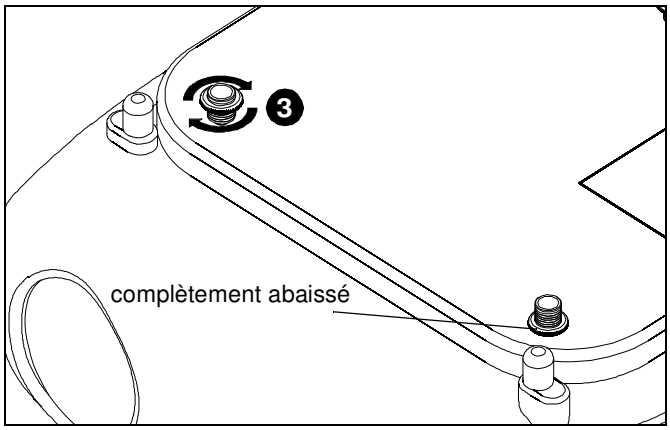

Figure 3
3. Ajustez les écrous de réglage de la hauteur au niveau souhaité. (Voir la Figure 3)